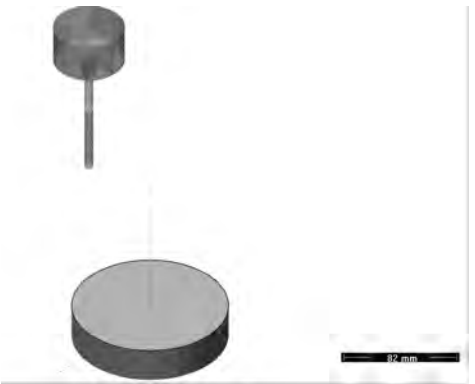

图 5-131　仿真加工界面
(2) 右击轨迹树中的“刀具轨迹”，选中生成的全部加工轨迹，再右击“刀具轨迹”，选择“实体仿真”，系统进入加工仿真界面，如图 5-131 所示。